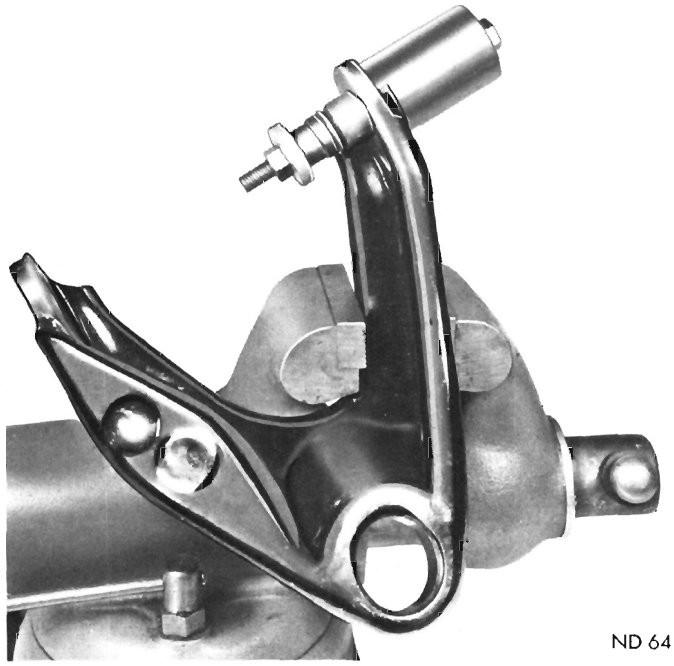

Fig. 26—Removing Upper Control Arm Bushing
(8) Assemble Tool C-3710A (Tool C-3962 Fury) over bushing and press bushing out of arm (from inside out) (Fig. 26). **To remove upper control arm rear bushing support sleeve (used on Valiant models with 10 inch front brakes and Satellite police and taxi application) assemble Tool C-3710A using adaptor SP-3826 in place of adaptor SP-3088, over bushing and press bushing out of arm (Fig. 26).**